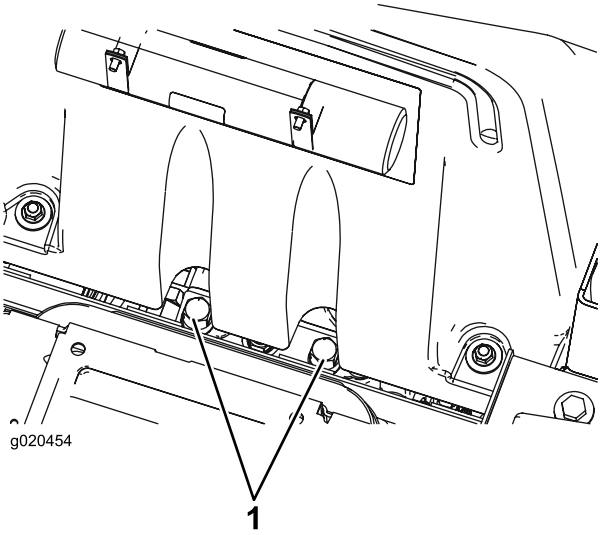

Рисунок 32
1. Поднимите сиденье. Перепускные клапаны расположены под передней частью топливного бака (Рисунок 32).